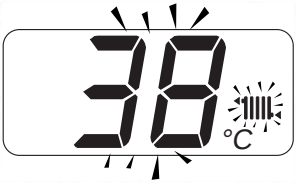

Fig. 2.7
- The heating hot water flow "set" temperature and the symbol flash. The background of the display is illuminated (Fig. 2.7).